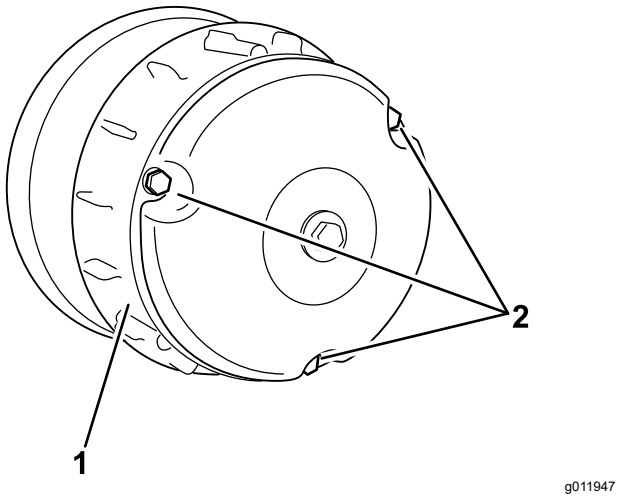

Figur 66
2. Afmonter de 3 bolte, der fastgør dækslet til koblingen, og afmonter dækslet (Figur 66).
4. Monter koblingens dæksel, og fastgør det med de 3 bolte (Figur 66), du fjernede i 2.